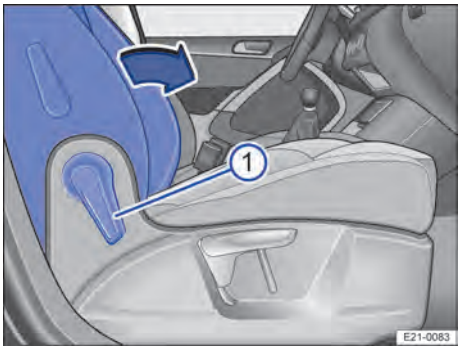

**Fig. 56** Asiento del acompañante: abatir el respaldo hacia delante.
5. Tire de la palanca → fig. 56 ① hacia delante para desbloquear el respaldo del asiento.
6. Abata el respaldo del asiento hacia delante, en el sentido de la flecha → fig. 56, hasta que quede en posición horizontal.